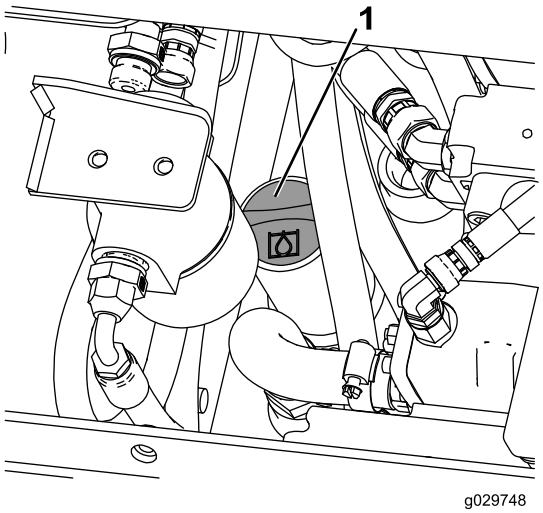

Figuur 27
7. Reinig de omgeving van de vulbuis van de hydraulische tank (Figuur 27).